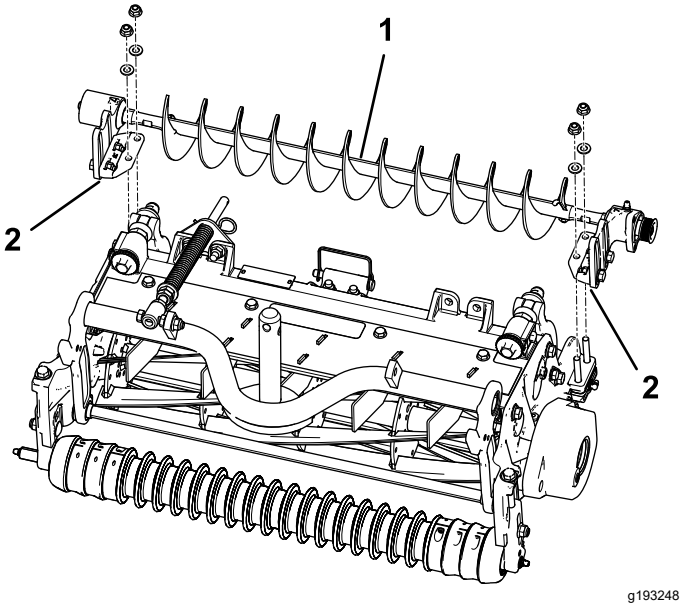

Figura 10
4. Coloque os suportes de montagem do conjunto da escova do rolo esquerdo ou direito nos parafusos de suporte do rolo (Figura 10).